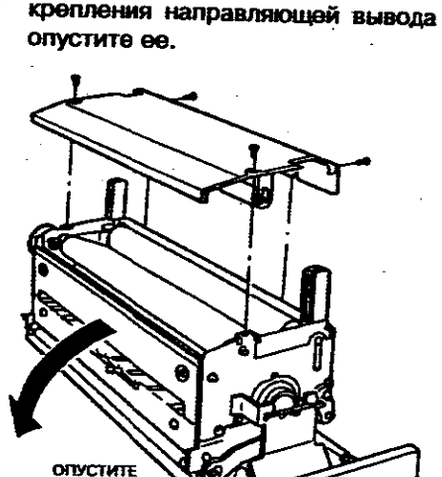

**Рисунок 1. Перевод направляющей вывода в нижнее положение**
3. (Рисунок 1) Выверните два винта крепления направляющей вывода и опустите ее.